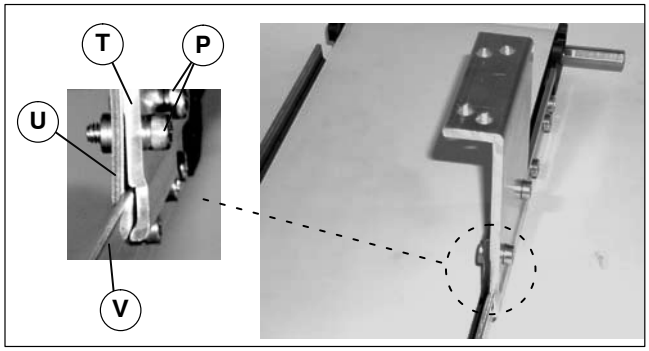

Figure 9
3. Attach stand mounting bracket (T of Figure 9) to bottom of conveyor (V). Snug–up screws (P).